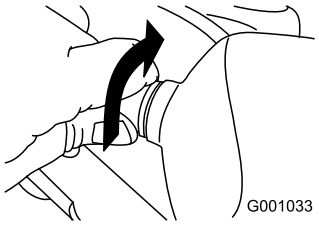

Figur 58
2. Drej pærens sokkel mod uret, indtil den ikke kan drejes mere (Figur 58).